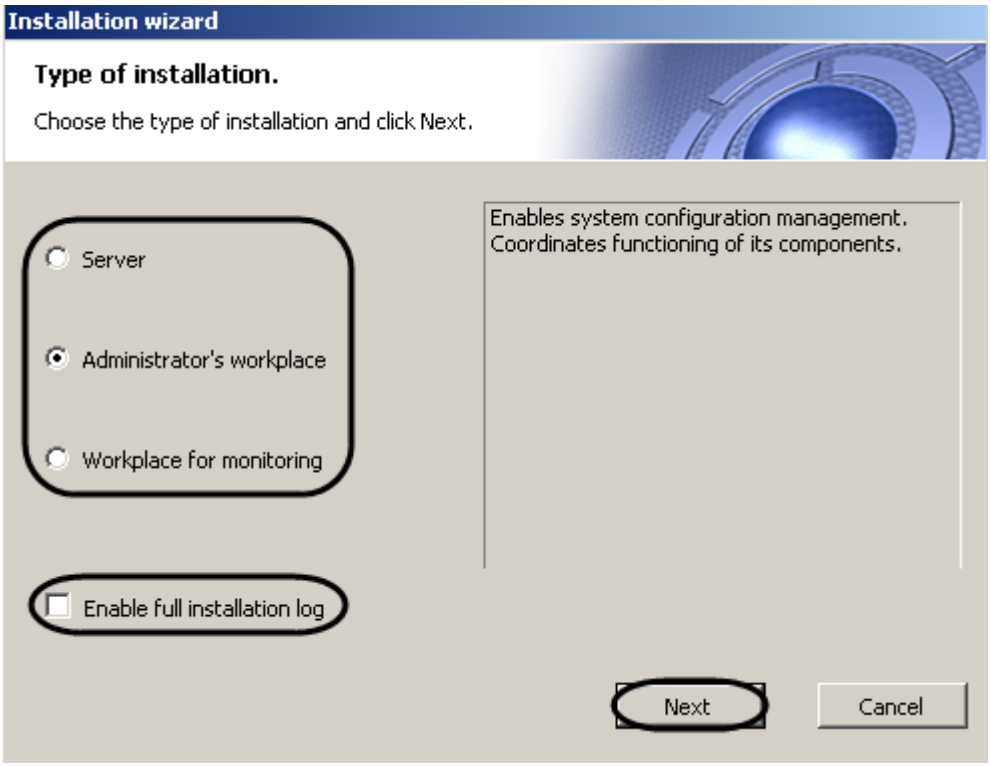

Figure 5.1-45 The “Type of installation” dialog box
As a result the “Type of installation” dialog box is displayed (Figure 5.1-45).
4. Choose the type of installation needed (Figure 5.1-45).
5. To log all installation events, set the “Enable full installation log” checkbox (Figure 5.1-45).
6. Click the “Next” button (Figure 5.1-45).